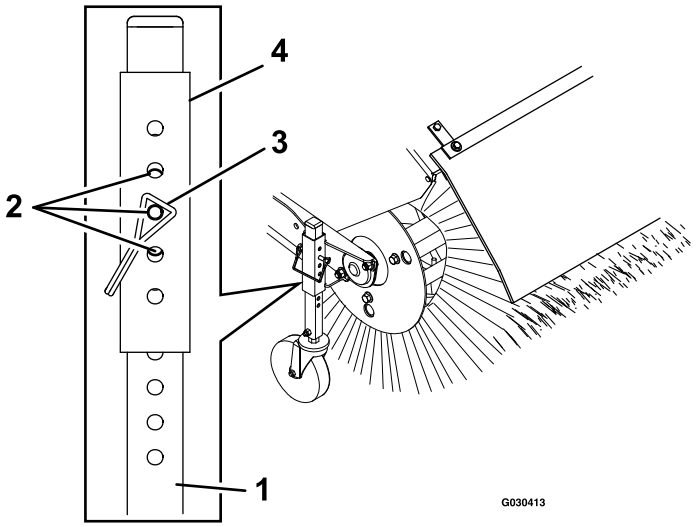

Figura 17
5. Per regolare l'altezza della spazzola, rimuovete e conservate il perno del manicotto del regolatore e il tubo della ruota orientabile (Figura 17).
7. Per le regolazioni di precisione, fate scorrere il manicotto del regolatore in su o in giù di 1 foro del perno sul tubo della ruota orientabile per regolare l'altezza della spazzola in incrementi di 3 mm (Figura 17). Ripetete le fasi da 5 a 7 per l'altra ruota orientabile.